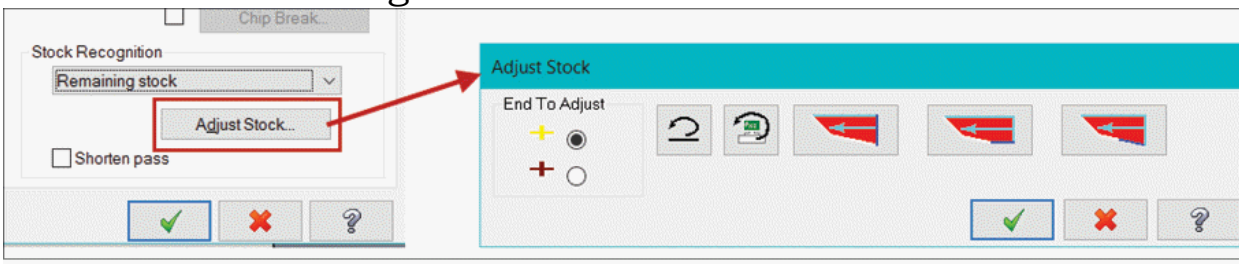

Figure-49. Adjust Stock toolbar
- **Use stock for outer boundary** - The stock is used as the outer boundary for roughing. If the ends of the chained contour lie within the stock, the chain is linearly extended to the stock using the parameters set on the **Adjust Stock toolbar** (Displayed on clicking **Adjust Stock** button; refer to Figure-49). This eliminates the need to create the (usually vertical) line added to the end of the inner-chained boundary to indicate the height of the stock.